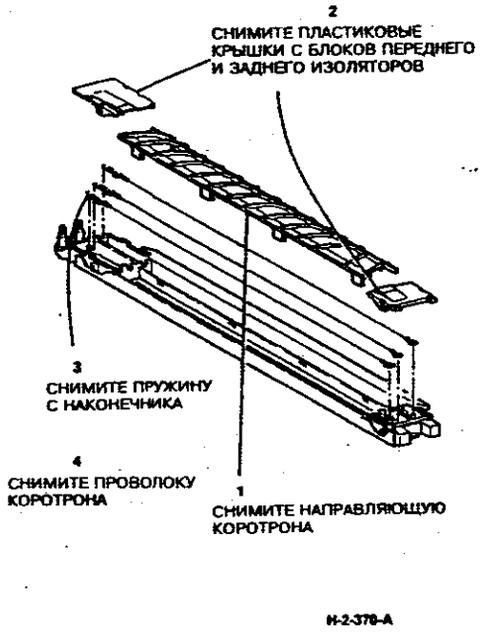

**Рисунок 2. Снятие проволоки коротрона**
3. (Рисунок 2) Снимите проволоку коротрона в установленном порядке.